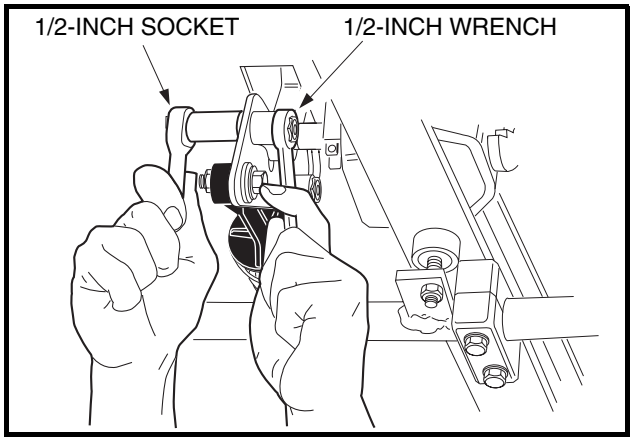
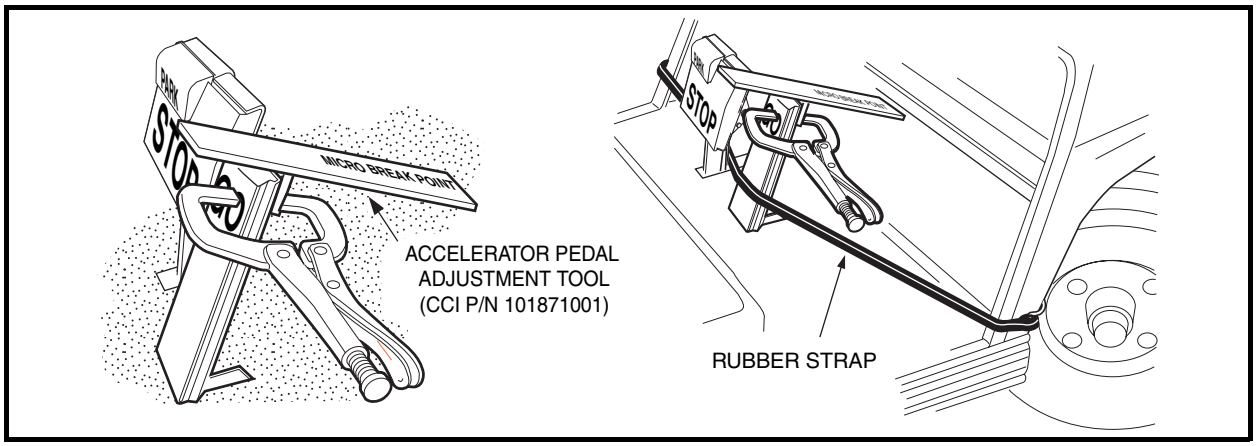

Figure 5-17 Accelerator Pedal Height Adjustment
Figure 5-18 Accelerator Pedal Height Adjustment
4.1. Loosen the nut and bolt **(Figure 5-17, Page 5-14)** securing the accelerator pedal to the pivot plate. Clamp the accelerator pedal adjustment tool (CCI P/N 101871001) to the accelerator pedal, with the end marked *accelerator pedal height* closest to the floorboard. Press the accelerator pedal until the end of the tool rests against the floorboard; pedal height should be 5-5/8 inches (14.3 cm). Use a rubber strap to hold pedal in position against the floorboard and then tighten nut to 26 ft-lb (35.3 N·m) **(Figure 5-18, Page 5-14)**.